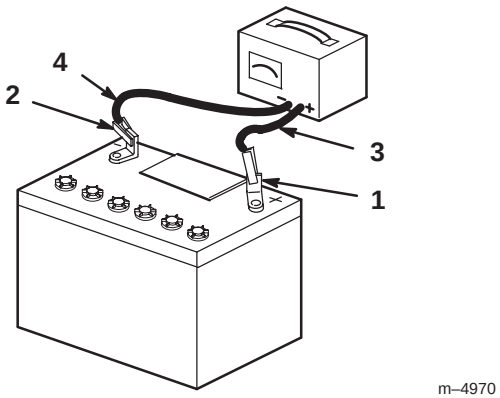

Figure 77
4. When the battery is fully charged, unplug the charger from the electrical outlet, then disconnect the charger leads from the battery posts (Fig. 77).